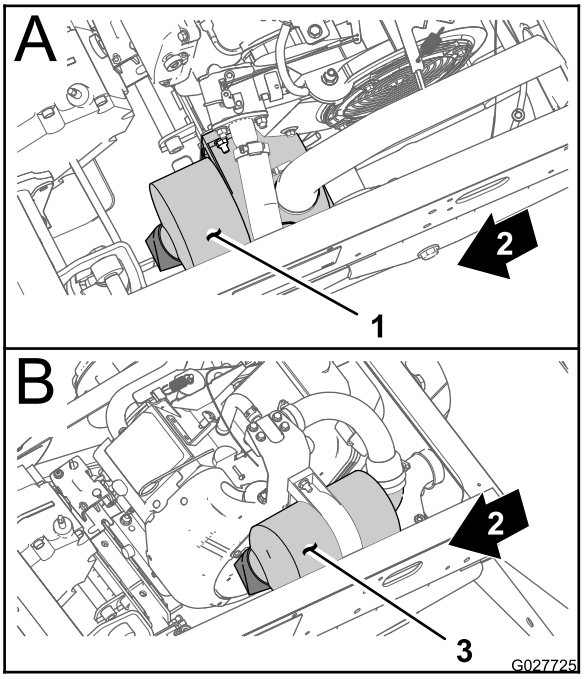
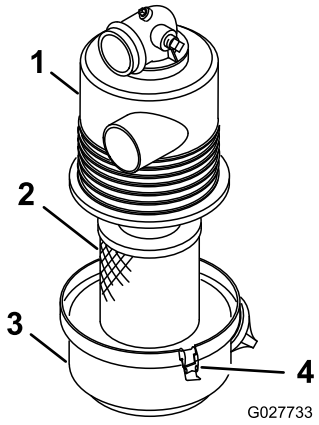

Figur 37
Figur 38
2. Undersök om luftrenaren har skador som kan orsaka en luftläcka. Se till att kåpan sluter tätt runt luftrenaren (Figur 37 och Figur 38).
3. Lossa spärrhakarna som fäster luftfilterkåpan på luftfilterhuset (Figur 38).
4. Separera kåpan från huset och gör rent insidan av kåpan (Figur 38).
3. Sätt tillbaka luftfilterelementet i luftfilterhuset (Figur 38).
4. Passa in luftrenarkåpan med luftrenarhuset (Figur 38).
5. Fäst kåpan på huset med spärrhakarna (Figur 38).